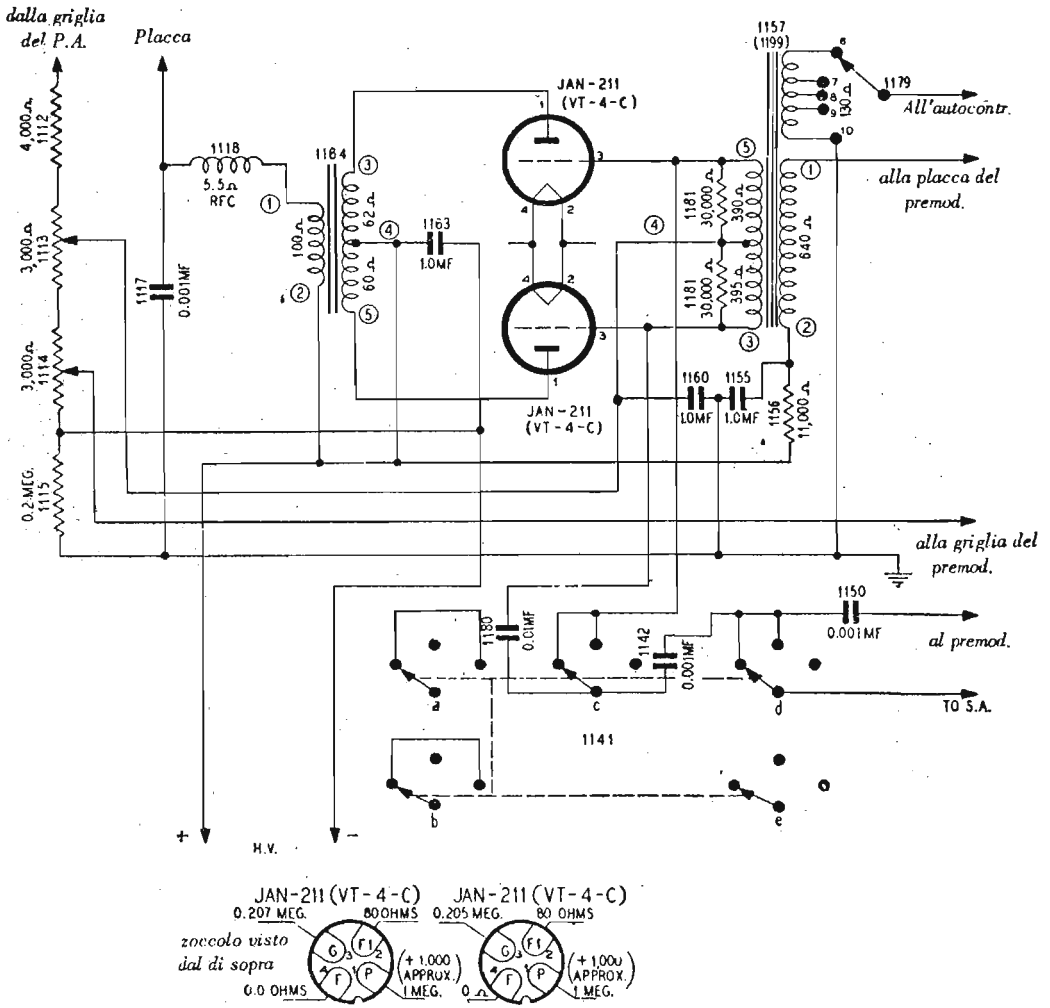

Fig. 5- BC-191- Circuiti del modulatore.
V - MODULATORE (fig. 5)
- eseguire le misure attenendosi ai valori riportati nella fig.5.